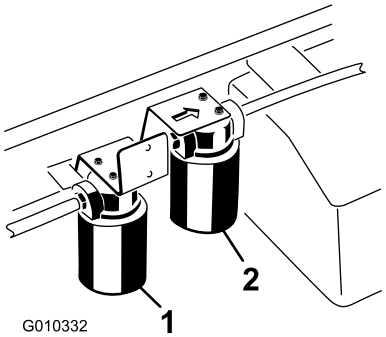

Figuur 75
3. Plaats een opvangbak onder het filter en verwijder het filter (Figuur 75).
1. Reinig de omgeving van de plaats waar het filter met hoge stroming wordt gemonteerd (Figuur 75).